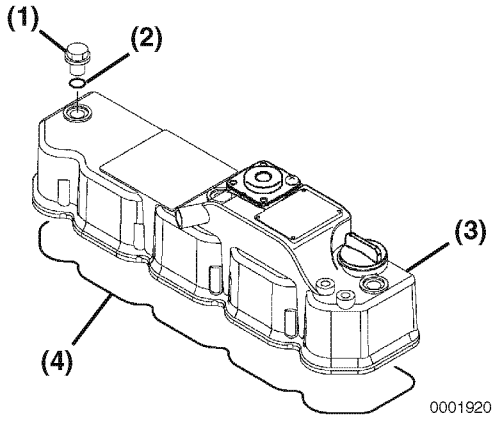

Figure 6-37
1. Lightly grease a new valve cover gasket **(Figure 6-37, (4))**. Place the gasket in the groove of the valve cover **(Figure 6-37, (3))**.
3. Be sure new O-rings **(Figure 6-37, (2))** are installed on the valve cover nuts. Reinstall and tighten the valve cover nuts **(Figure 6-37, (1))**.